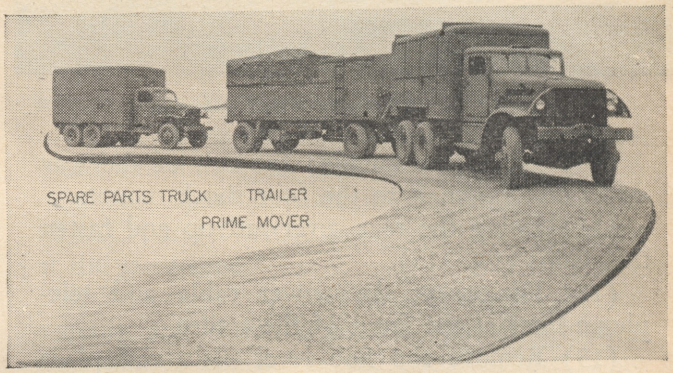

Figure 116. The Radio Set SCR–545–A.
f. PREPARING THE CONVERTER TRUCK FOR TRAVEL *(if used)*. (1) Shut OFF all the switches on the power panel.
(2) Disconnect all the cables.
(3) Reel up the cable to the power truck and place it in the traveling position.
(4) Place fire extinguisher in its rack.
(5) Replace all the tools, etc. in tool box.
(6) Pull up the ground stake, disconnect the cable, and place in traveling position.
(7) Close all doors.
g. TRAVELING POSITION. The unit is now in traveling position and should appear as shown in figure 116.